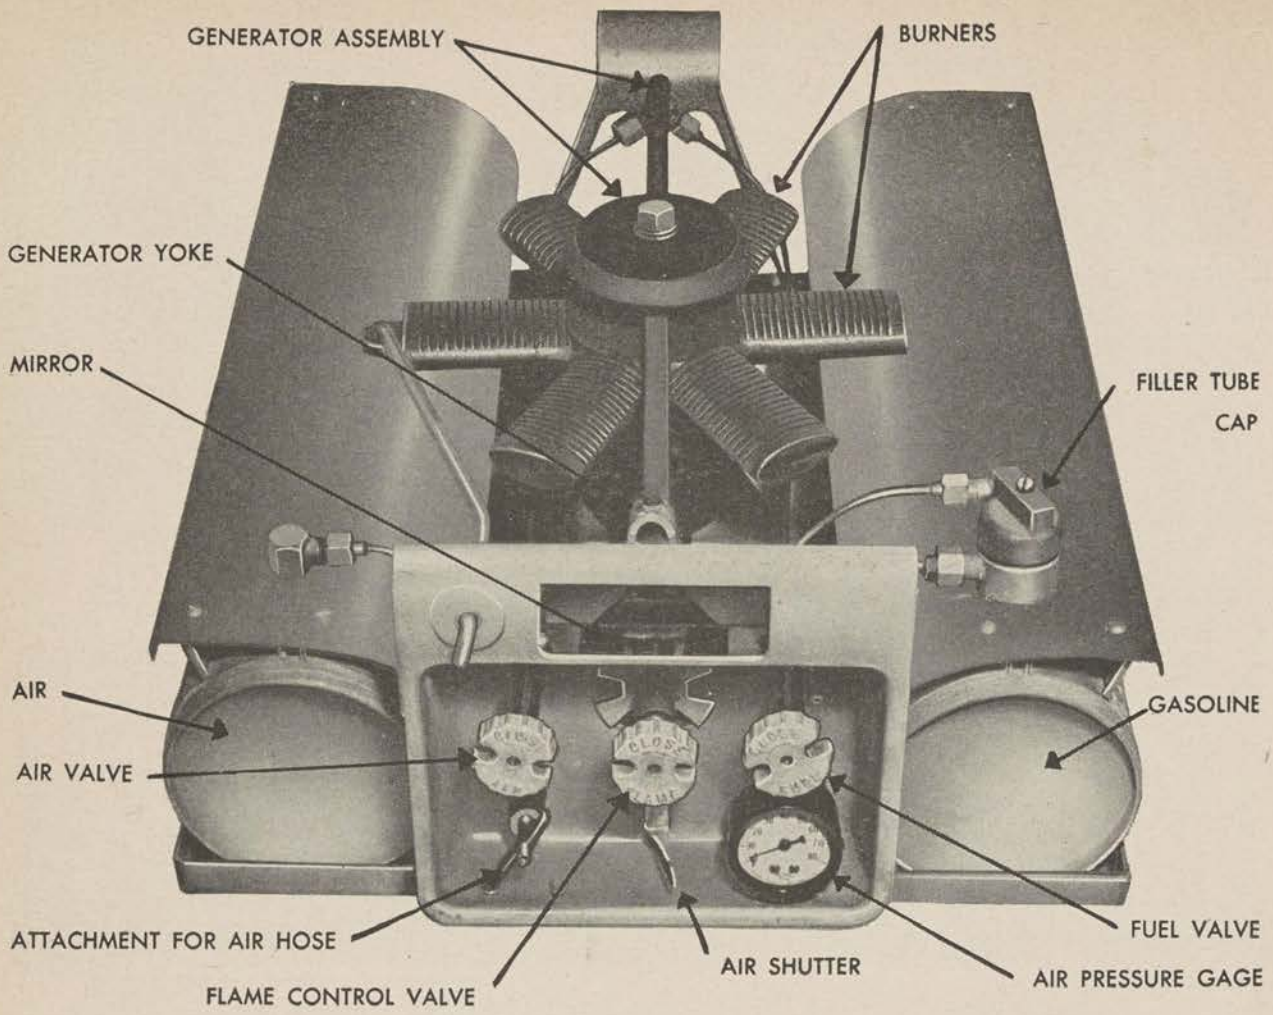

Figure 43. Unit, fire, M1937 (65-J-2605).
a. GENERAL DESCRIPTION. The M1937 fire unit is a portable gasoline burner used to provide heat for the M1937 field range and the M1942 bake oven. (See fig. 43.) It is a sturdy, compact apparatus which, if cared for properly, will give